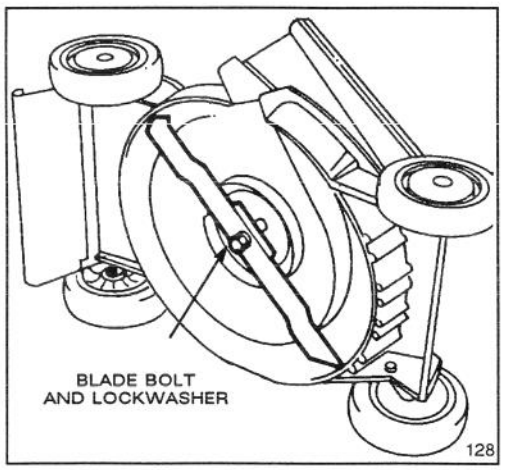

Figure 12
2. Tip mower on its left side (Fig. 12).
3. Tip mower on its left side (Fig.12).
5. REMOVING BLADE—Grasp end of blade using a rag or thickly padded glove. Remove blade bolt, lockwasher, and blade (Fig. 12).